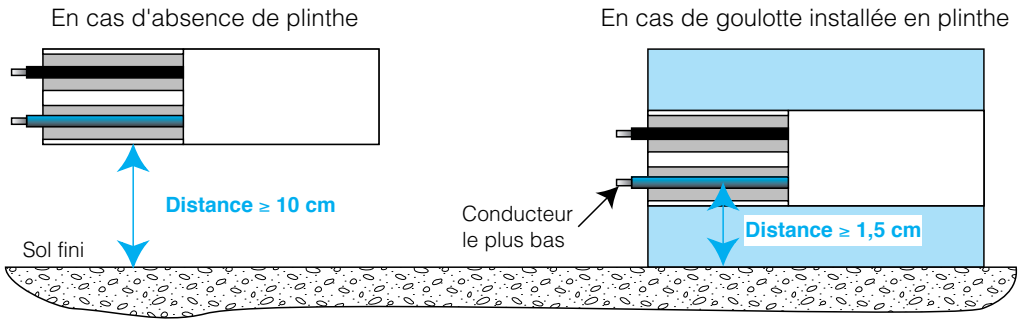

Figure 218 : Conditions de pose en plinthe
- dans le cas d'une pose en plinthe, le conducteur le plus bas doit être au minimum à 1,5 cm du sol fini (figure 218). Une moulure peut être posée en plinthe si elle possède un degré de protection au moins égal à IK 07 ;